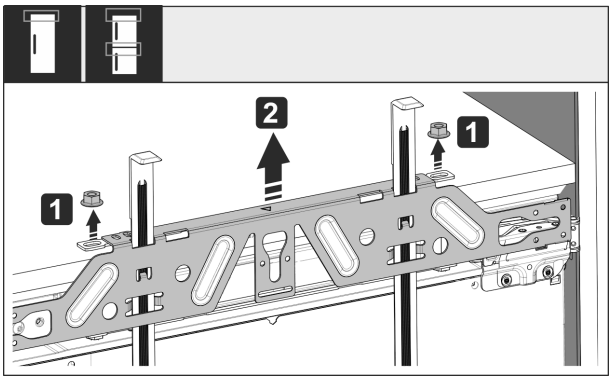

Fig. 58
▶ Svitare i controdadi *Fig. 58 (1)*.
▶ Togliere la traversa di fissaggio *Fig. 58 (2)*.